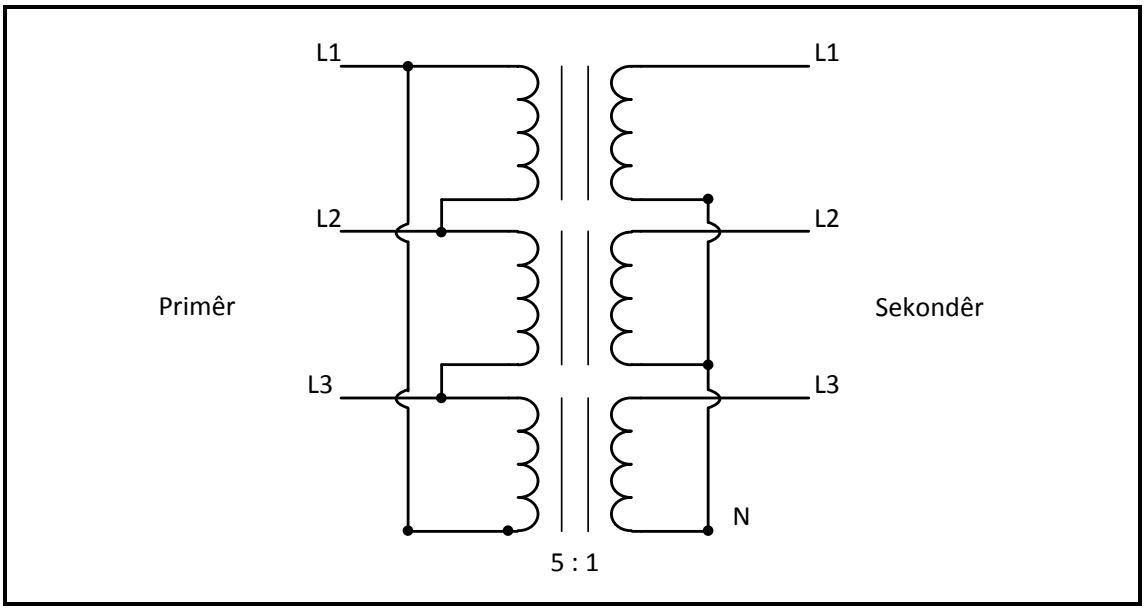

FIGUUR 4.4: DRIEFASETRANSFORMATOR
4.4 FIGUUR 4.4 hieronder is 'n diagrammatiese voorstelling van 'n driefase-transformatorverbinding. Beantwoord die vrae wat volg.
4.4.1 Identifiseer die tipe transformatorverbinding in FIGUUR 4.4. (1)
4.4.2 Noem TWEE toepassings van die transformator in FIGUUR 4.4. (2)